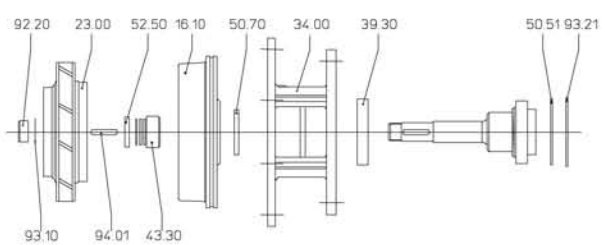

fig. 3
2. Monte el rotor según fig. 3.